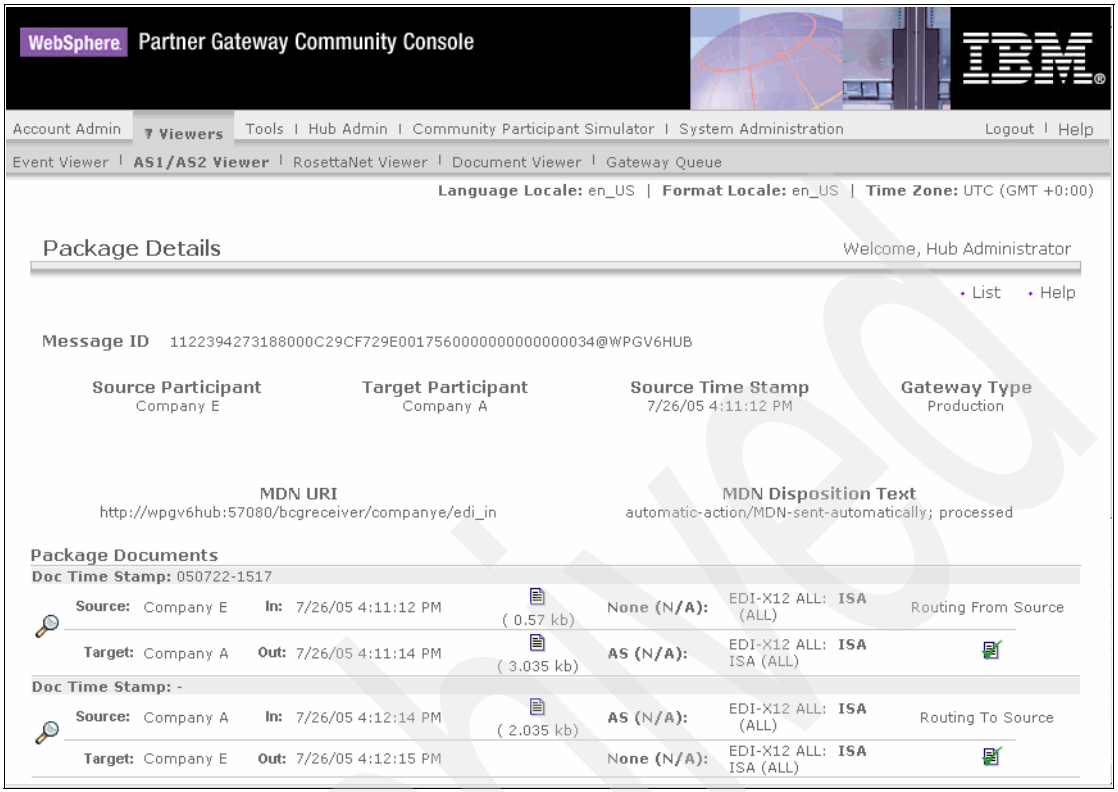

Figure 8-51 Details of an AS2 exchange with encryption and signatures
3. Locate again the AS2 transaction and open the details. As shown in Figure 8-51 on page 258, the file sizes of the AS2 document and the MDN are again bigger than when using encryption only.
5. Select the MDN document in Figure 8-51 on page 258 to view the raw document. Figure 8-53 on page 260 and Figure 8-54 on page 260 clearly shows a multipart message, where one part is clear text. Another part has as content type, the value message/disposition-notification. The last part has as content type, the value application/pkcs7-signature.